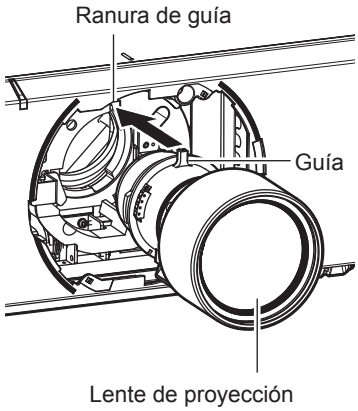

**Figura 1**
**1) Retire la cubierta de la base de la lente y alinee la guía de la lente de proyección con la ranura de guía del proyector e insértela hasta el fondo. (Figura 1)**